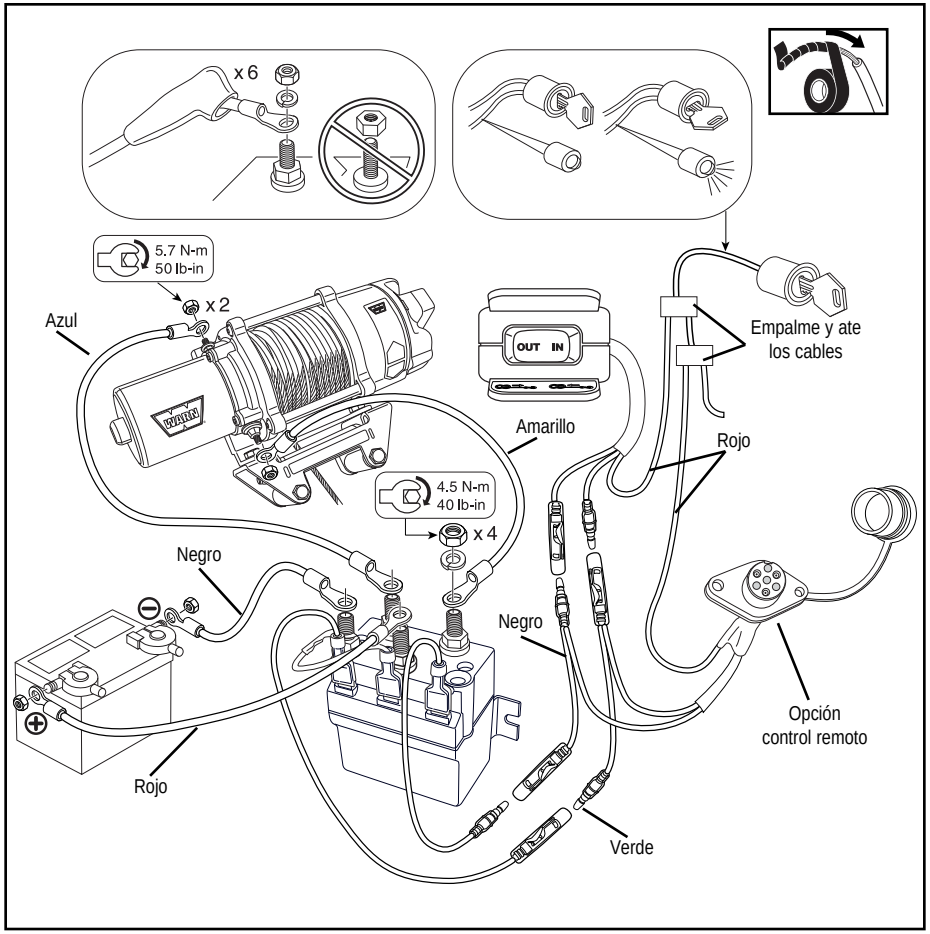

Figura 11. Diagrama de instalación del cableado
1. Coloque las fundas sobre los terminales de los cables amarillos y azules. Ver la figura 11 en la página siguiente.